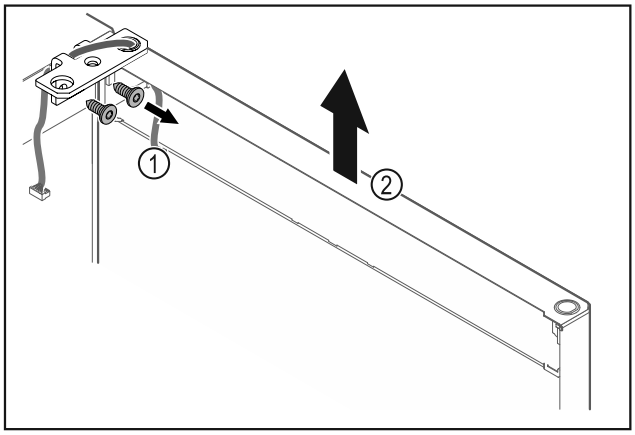

Fig. 19
▶ Dévisser l'équerre de la charnière *Fig. 19 (1)*.
▶ Soulever la porte (équerre de charnière incluse) *Fig. 19 (2)* d'environ 200 mm et la retirer.